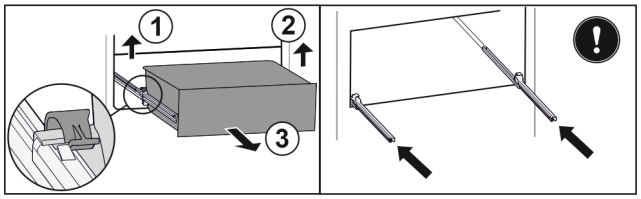

Fig. 156
▶ Приподнимите левый зажим и одновременно вытяните движением вперед выдвижной ящик слева. *Fig. 156 (1)*
▶ Приподнимите правый зажим и одновременно вытяните движением вперед выдвижной ящик справа. *Fig. 156 (2)*
▶ Извлеките выдвижной ящик движением вперед. *Fig. 156 (3)*